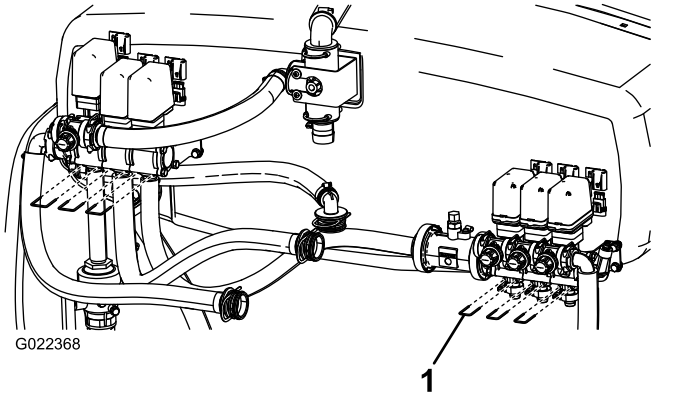

Figur 50
B. Fjern de tre gaflene som fester ventilsetene til ventilenheten (Figur 50).
Merk: Påse at du tar fjærene i ventilen med i beregningen (Figur 50).